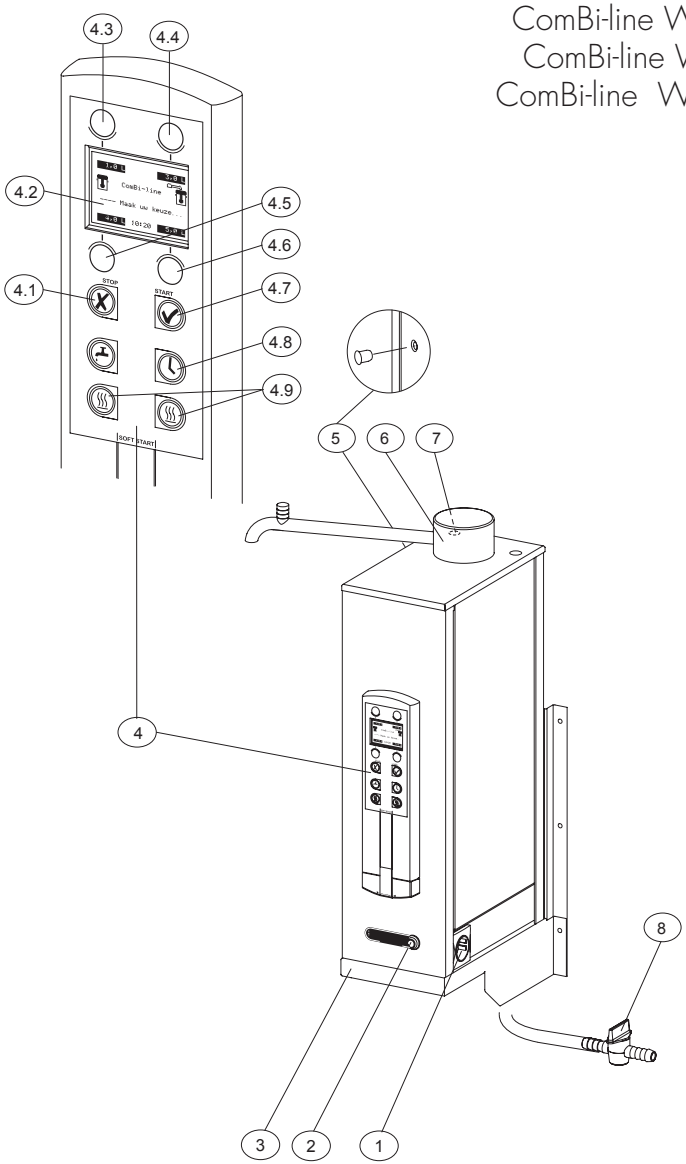

Fig. 1/ Abb. 1
1.1.1 Belangrijkste onderdelen (fig. 1) 6